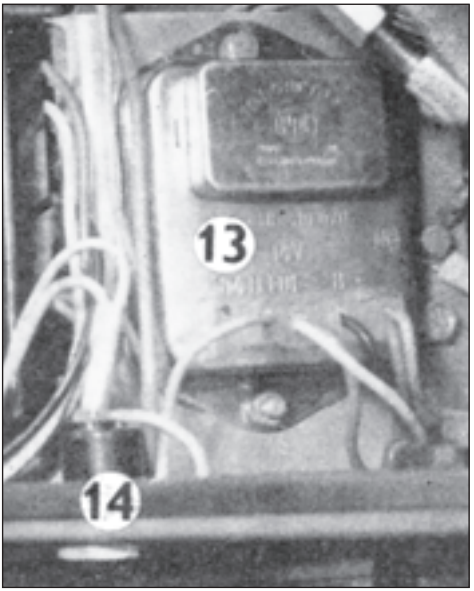

Fig. 15
13. Control relay (Fig. 15)
14. Hand-light socket (Fig. 15)